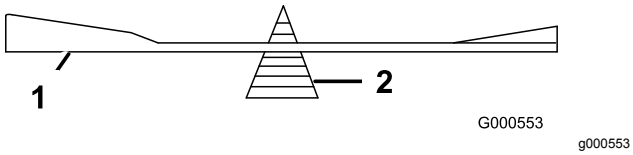

Figur 104
2. Kontroller knivens balance ved at placere den på en afbalanceringsenhed (Figur 104).